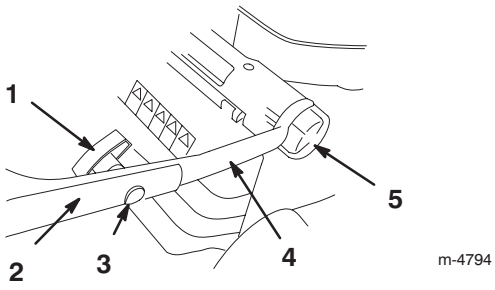

Figur 2
2. Lossa justeringsratten som reglerar handtagets höjd, och vrid det nedre handtaget bakåt tills det hamnar på plats i en av de höjdinställningar som visas i figur 2.
4. Montera på den övre handtagsdelen på den nedre handtagsdelen med de ovala huvudbultarna och handtagsrattarna enligt anvisningarna i figur 2. **Drag åt handtagsrattarna hårt.**
Handtaget kan ställas in i tre olika höjdlägen: högt, medium och lågt (figur 2). Välj det läge som känns mest bekvämt för dig.